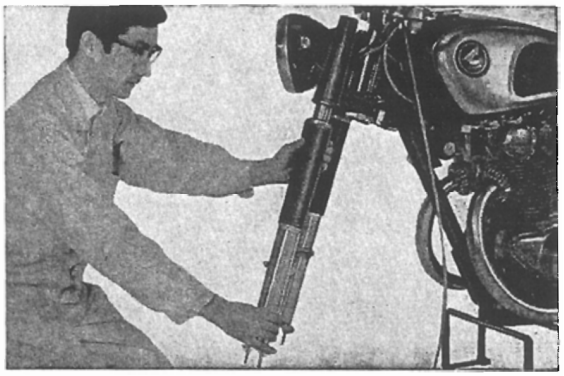

Fig. 4.23 Installing the front fork into the steering
5. Install the front cushion assembly on the steering stem. Fill each cushion with **285~295cc** (17.4~18.0 cu-in) of hydraulic fluid through from the front fork bolt hole and install the front fork bolt upon completing the filling. Lock the cushion at the bottom bridge by tightening the 10mm bolt. **(Fig. 4.23)**